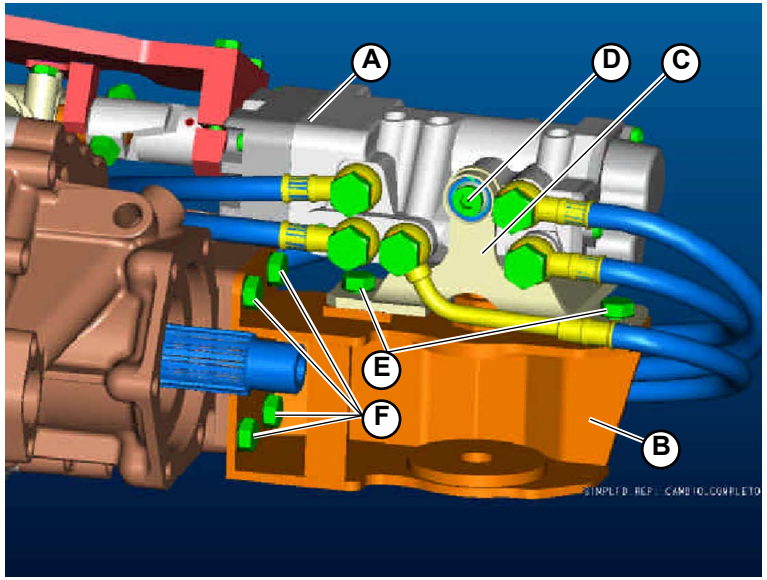

Fig.2
Leave the screws (E-Fig.2 and F-Fig.2) loose (DO NOT TIGHTEN).
- Assemble the actuator (**A-Fig.2**) on the actuator support (**C-Fig.2**) and then attach securely using the mounting screws (**D-Fig.2**).